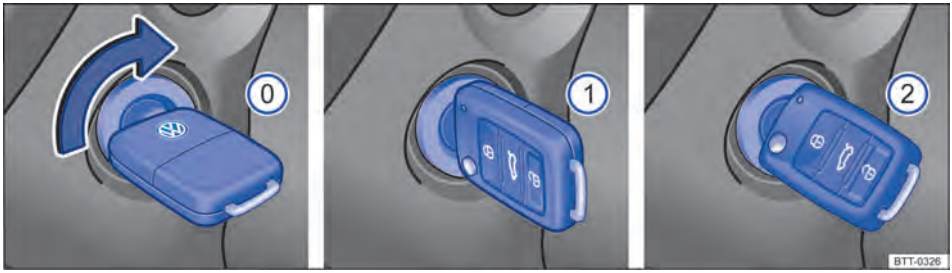

Fig. 103 Posições da chave do veículo no cilindro da ignição.
Posições da chave do veículo ⇒ Fig. 103
3.	**Somente veículos com motor a diesel:** para o pré-incandescência, girar a chave do veículo no cilindro da ignição para a posição ⇒ Fig. 103 ①. A luz de controle ⚭ se acende no instrumento combinado.